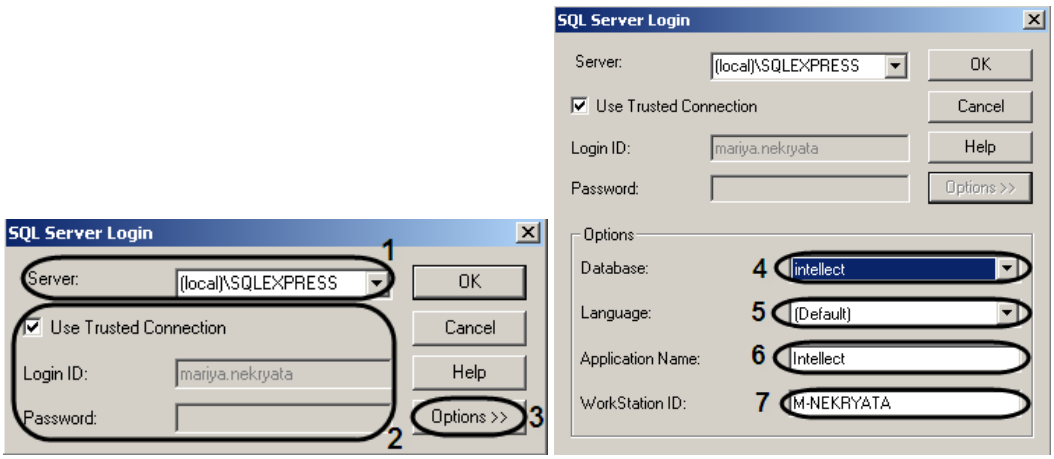

Figure 8.19-14 The "SQL Server Login" dialog box
The “SQL Server Login” dialog box will be displayed (Figure 8.19-14).
3. In the "Server" list, specify the SQL Server to connect to (Figure 8.19-14, 1).
4. If you need to specify the login and password to authorize the SQL Server, then set the "Use Trusted Connection" checkbox unchecked (Figure 8.19-14, 2). As a result the "Login ID" and "Password" fields are available for editing.
5. To set advanced connection options, click the "Options >>" button (Figure 8.19-14, 3).
5.1. In the "Database" drop-down list, select the database to store events (Figure 8.19-14, 4).
5.3. In the "Application Name" field, set the application name ("Intellect" by default) (Figure 8.19-14, 6).
5.4. In the "WorkStation ID" field, set the computer name ("WindowsID" by default) (Figure 8.19-14, 7).